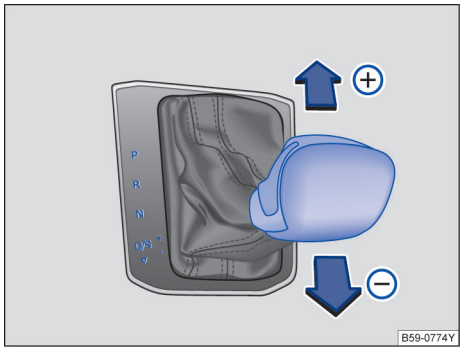

图 126 换挡杆在 Tiptronic 手动电控换挡程序位置上
– 向前 ⊕ 或向后 ⊖ 短促按压换挡杆，即可换高挡或降挡→ 图 126。